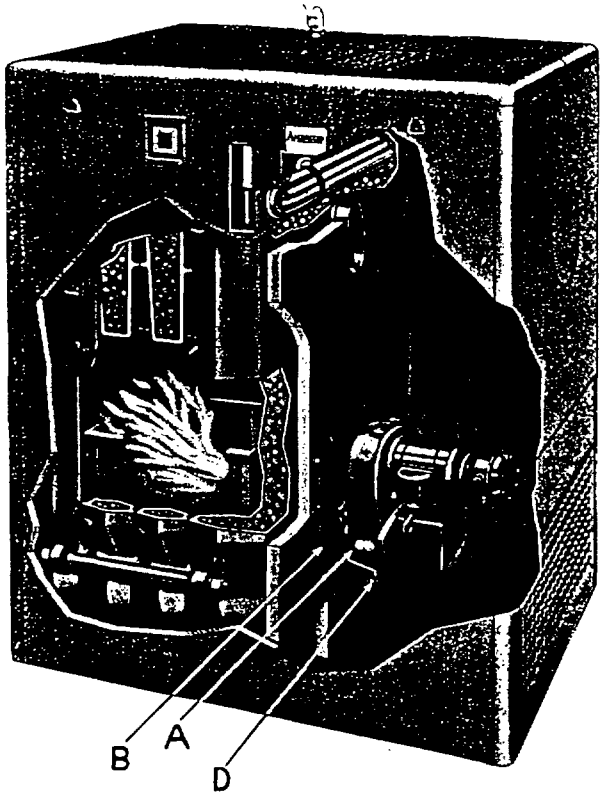

FIG. 4—Flange Type Burner (MF) Mounted on Boiler
3. Tighten burner to mounting flange with short hexagon head plug "D." See Figs. 4 and 8.